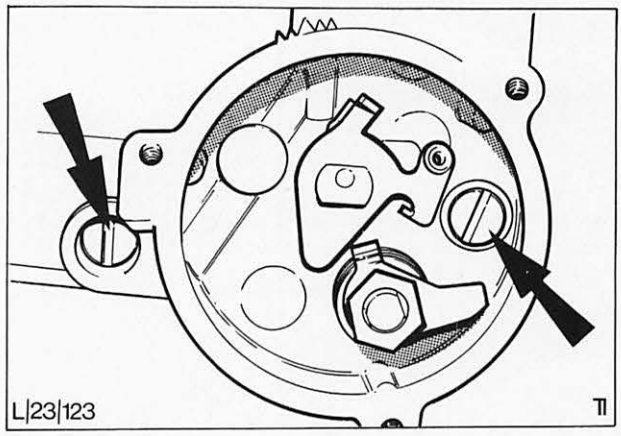
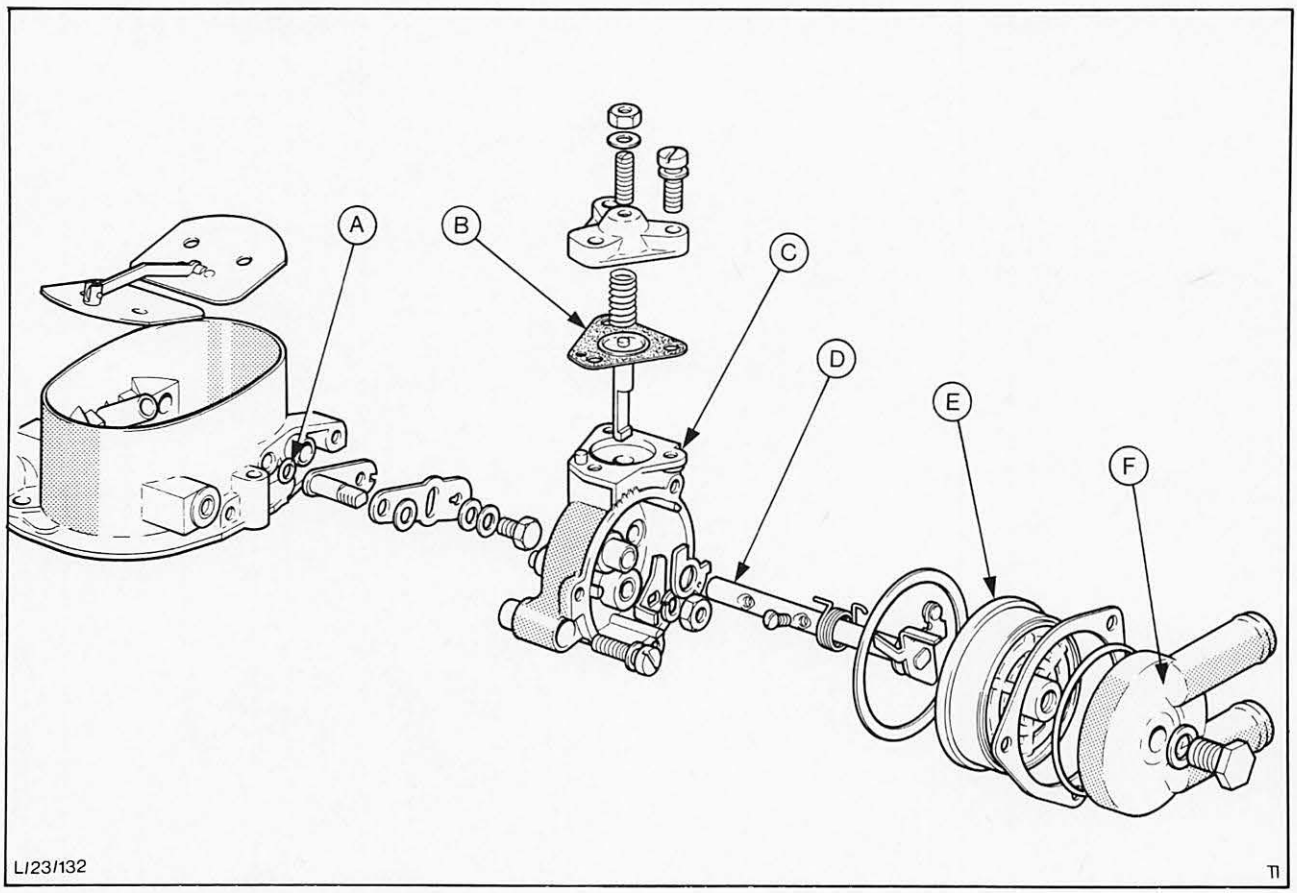
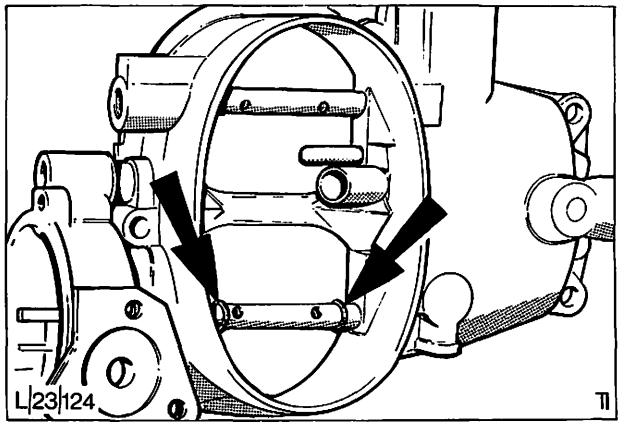

Abb. 152 Befestigungsschrauben – Startautomatik
Abb. 153 Startautomatik komplett
Abb. 154 Distanzringe – Starterklappe
10. Befestigungsschrauben (2) – Startautomatikgehäuse an Vergaserdeckel entfernen, Abb. 152. Startautomatik komplett mit Starterklappe und Welle ausbauen. Dabei darauf achten, daß die beiden Beilagescheiben der Starterklappenwelle und der Unterdruck-O-Ring „A" in Abb. 153 nicht verlorengehen.
13. Alle Einzelteile der Startautomatik gemäß Abb. 153 zusammenbauen.
Beim Einbau der Starterklappe darauf achten, daß die beiden in Abb. 154 gezeigten Distanzringe auf der Welle angebracht sind und daß der O-Ring „A" in Abb. 153 richtig sitzt.